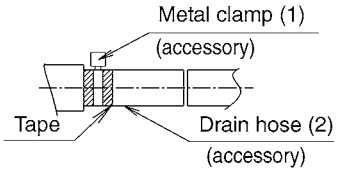

Fig. 11
- Use the drain hose (2) and the metal clamp (1). Insert the drain hose (2) fully into the drain pipe connection hole and firmly tighten the metal clamp (1) with the upper part of the tape on the hose end. Tighten the metal clamp (1) until the screw head is less than 4 mm from the hose. **(Refer to Fig. 11, 12)**